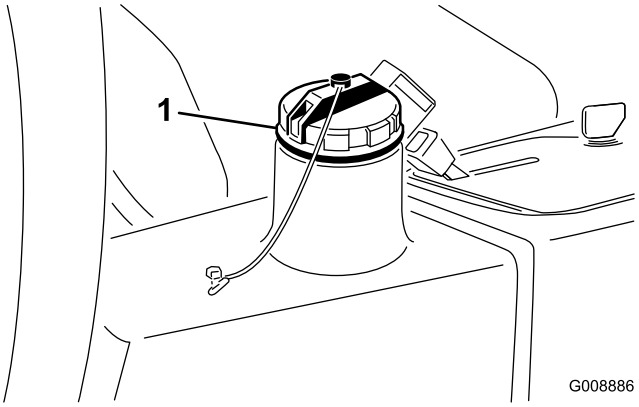

Figuur 25
2. Reinig de omgeving van de vulbuis en de dop van de hydraulische tank (Figuur 25). Verwijder de dop.